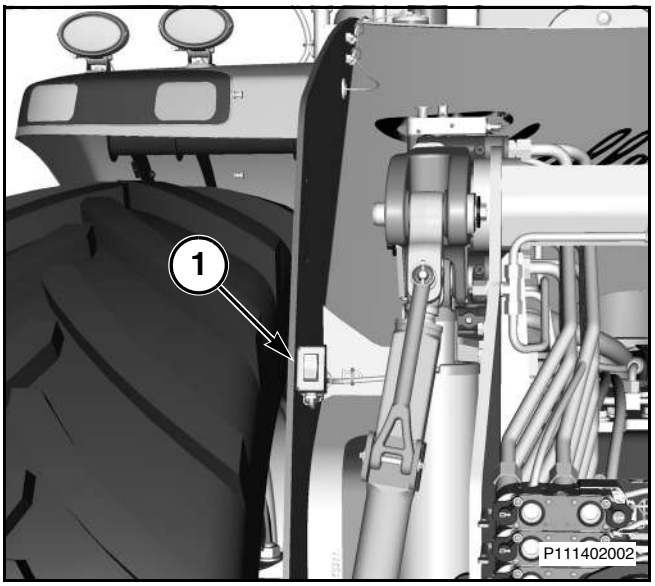

Рис. 145
Рис. 145: Наружный переключатель подъема/опускания (1) предназначен для облегчения установки навесного оборудования. Оператор может опускать и поднимать трехточечную сцепку с замедленной скоростью. Эта скорость не регулируются. При отпускании переключателя он возвращается в выключенное положение.